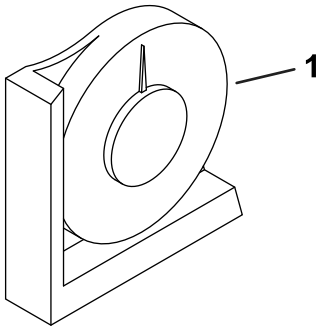

Figura 3
2. Verifique o nivelamento da máquina colocando o inclinómetro (fornecido com a máquina) na calha do chassis próximo do depósito de combustível (Figura 3).